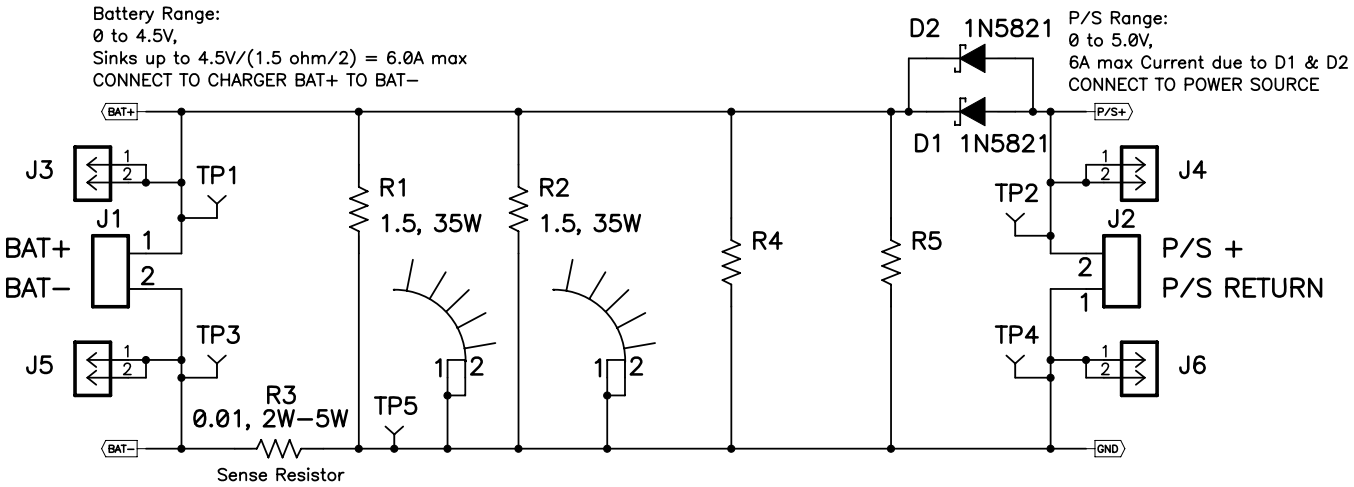

Figure 2. BAT Load (PR1010) Schematic
Testing with an actual battery is the best way to verify operation in the system. If a battery is unavailable, then a sourcemeter like a Keithley 2420, capable of both sourcing and sinking current, or a circuit similar to the one shown in Figure 2 can simulate a battery when connected to PS#2.
4. Connect a voltage meter (VM#1) across J2 and J3 or TP1 (IN) and TP6 (GND).
5. If BAT_Load (PR1010), as shown in Figure 2, is used, connect PS#2 set to approximately 3.1 V to the input side (PS#2±) of BAT_Load (PR1010), then turn off PS#2.